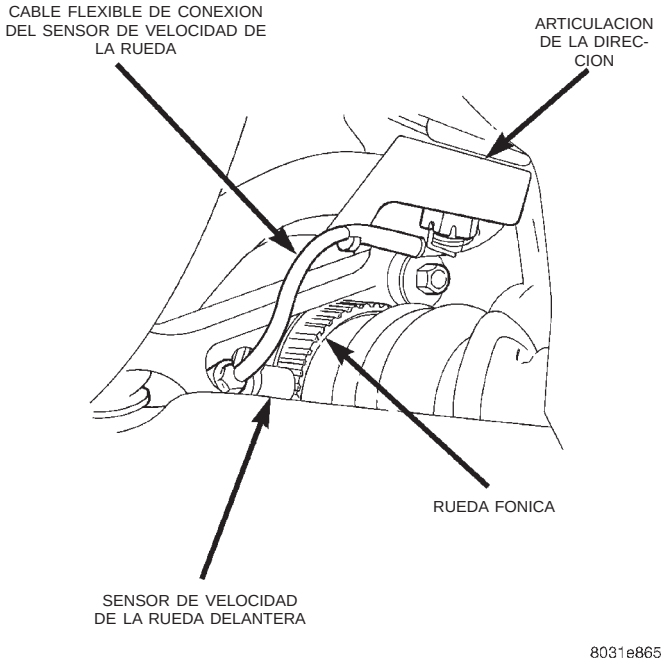

Fig. 7 Sensor de velocidad de la rueda delantera
(1) Levante el vehículo y gire la rueda hacia afuera, a fin de poder acceder con mayor facilidad al sensor.
(2) Retire el cable del sensor de los soportes de montaje.
(3) Limpie el sensor y el área circundante con un paño de taller antes del desmontaje.
(4) Retire el perno que fija el sensor a la articulación de la dirección y retire el sensor (Fig. 7).
(5) Retire el cable del sensor de los soportes en el cuerpo y la articulación de la dirección.
(6) Retire de su asiento la arandela de goma que retiene el cable del sensor en la plancha de la caja de rueda.
(7) En el compartimiento del motor, desconecte el conector del cable del sensor en el enchufe del mazo. Retire luego el sensor y el cable.